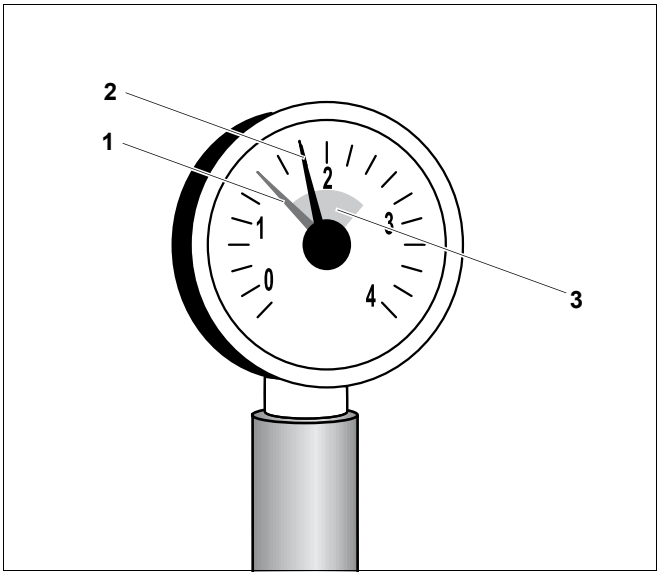

Рис. 4 Манометр для закрытых отопительных установок
- Красную стрелку (рис. 4, **поз. 1**) манометра отопительной установки установить на необходимое минимальное давление 1 бар.